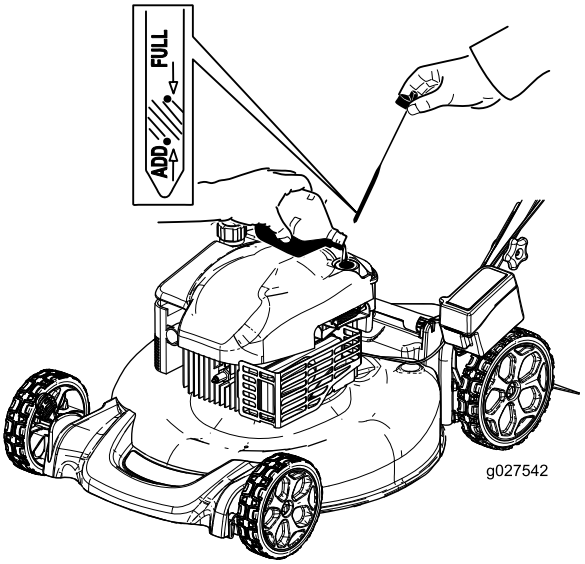

Figuur 6
2. Neem de peilstok eruit (Figuur 6) en giet ongeveer 3/4 van de capaciteit van het oliecarter in de vulbuis.
5. Haal de peilstok eruit en controleer het oliepeil (Figuur 6).